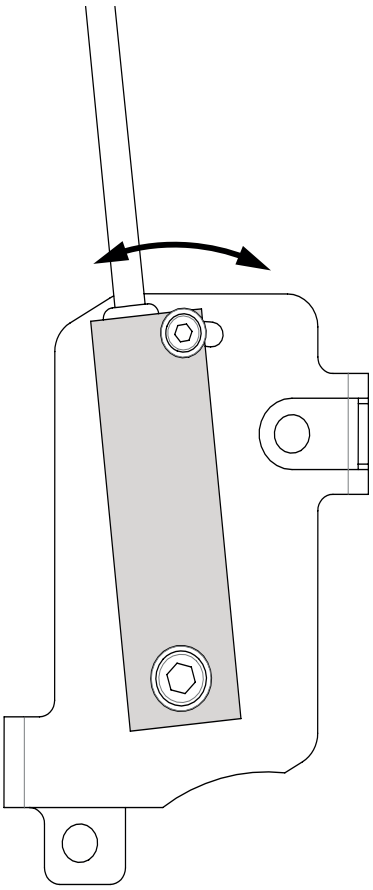

*Figura 32. Ajuste del sensor de ángulo.*
2. A menos que el ángulo sea de -10 grados. Afloje los dos tornillos que sujetan el sensor de ángulo IFM sin retirarlos. Consulte Figura 32.
3. Ajuste el sensor de ángulo y apriete los tornillos. Consulte Figura 32. Repita los puntos 1 a 3 hasta que la plataforma se detenga a -10 grados.